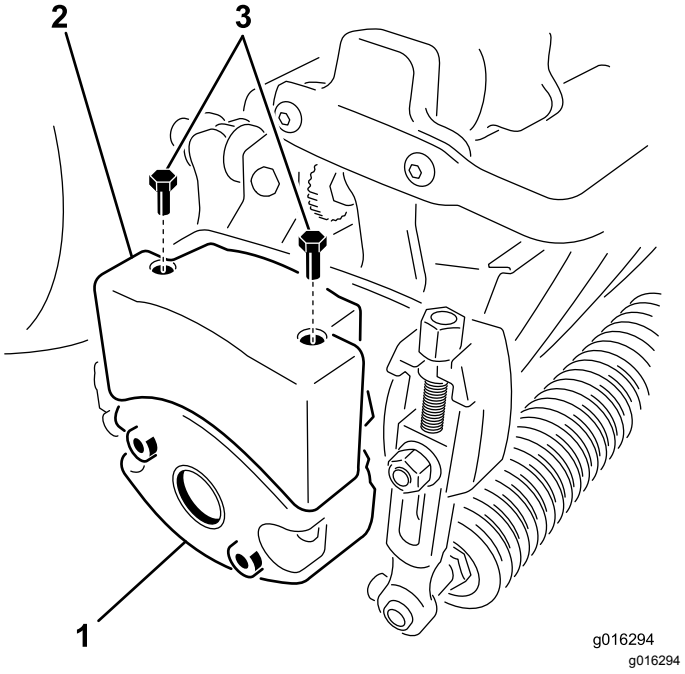

**Rysunek 10**
4. Odkręć 2 śruby mocujące obciążnik do boku zespołu tnącego (Rysunek 10).
6. Zamocuj górny obciążnik do obciążnika zespołu tnącego, używając 2 śrub z łbami sześciokątnymi (Rysunek 10).